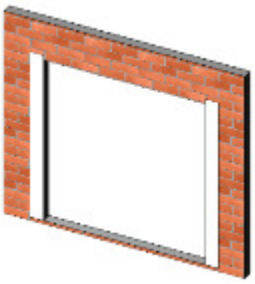

Figure 20:
2. At each jamb, embed the flashing paper into the sealant onto mounting flange and fasten into place. The flashing paper should be cut sufficiently long enough to extend at least 3” past the weep-screed or diado flashing and at least 6 inches above the head of the window (Figure 20).